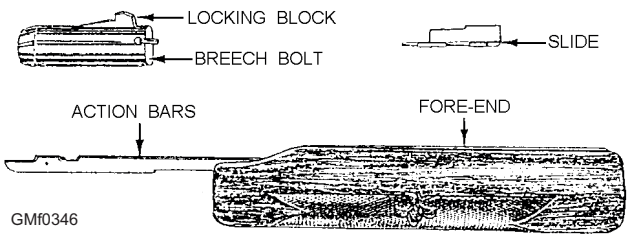

**Figure 3-46.—M870 fore-end assembly.**
**UNLOADING THE GUN**.—Push the safety to the SAFE position. Press in the action bar lock; pull the fore-end (fig. 3-46) slowly rearward until the front end of the shell from the barrel is even with the ejection port in the receiver. Lift the front of the shell outward and remove it from the ejection port. Continue pulling the fore-end back fully until the next shell releases from the magazine. Roll the gun sideways to allow the released shell to drop from the ejection port. Close the action by pushing forward on the fore-end. Continue this same method until the magazine and gun are empty.